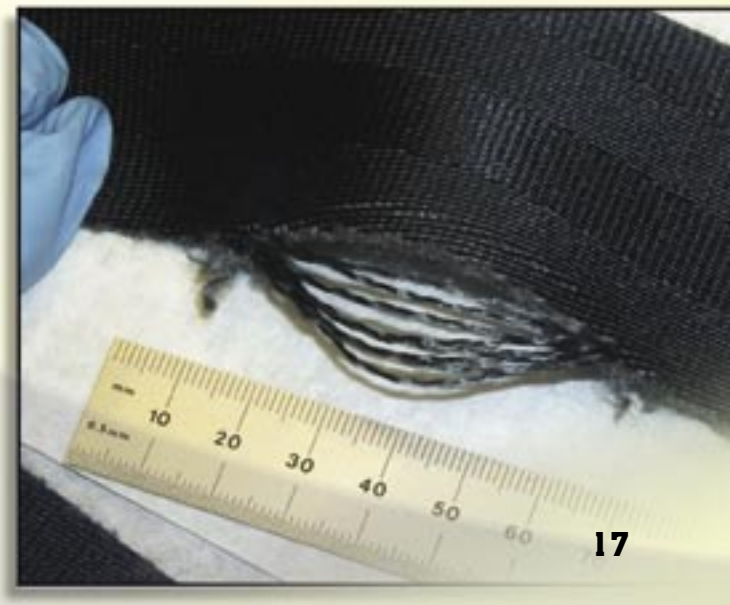

Figure 1. **Frayed shoulder harness.**
Figure 1. **CRM gathers both combat threats and accidental hazards into one package. Remember, the CRM process uncovers potentially overlooked threats and hazards when focused on any endeavor that could expose our Soldiers and civilians to risk.**
Composite Risk Management (CRM), if used, can protect our readiness. CRM gathers all hazards into one package and enhances combat power by enabling leaders and individuals to identify risk in *all* endeavors that could cause injury or death. The Army adopted the 5-step risk management program years ago and incorporated this process into our warfighting curriculum. This process produces excellent results and serves us well. However, we must emphasize the need to assess all risks associated with any given mission. CRM does that and builds upon the risk management process by including combat threats with accidental hazards as illustrated in Figure 1.
■ **General condition**. Frayed, cut, or pinched webbing is not serviceable, as it may fail at a much lower load than designed. Such a failure would allow you to flail excessively in an accident or even to be thrown out of your seat. Figure 1 on the previous page shows a section of shoulder harness from an actual aircraft that was signed off as serviceable. Would you fly with a harness in this condition? USAARL would advise you to say "No."